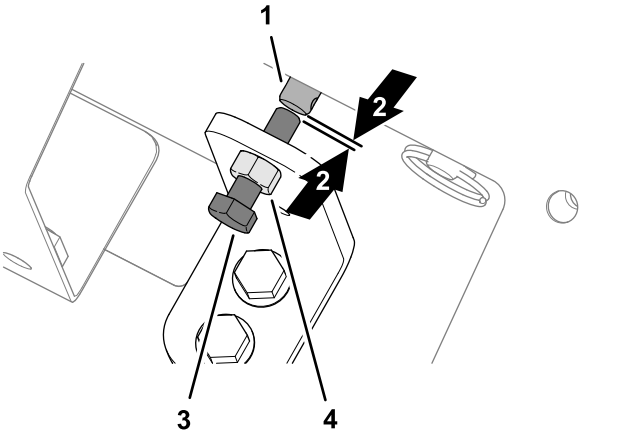

Figur 34
1. Løsn kontramøtrikken på beslaget for manuel omgåelse (Figur 34).
2. Drej sekskantskruen til ventilomgåelsen mod uret, indtil du ser et lille mellemrum mellem enden af skruen og enden af spindelen for magnetventilen for transportbåndets hastighed (Figur 34).
3. Spænd kontramøtrikken (Figur 34).